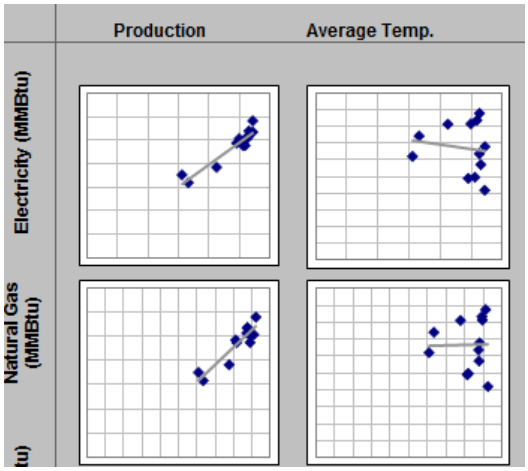

Figure 4: Scatter Plots of Model Year Data
2. Click to Step 3-Data Review (Graphs), and there will be graphical representations of the data and the relationships that are being evaluated (Figure 4).